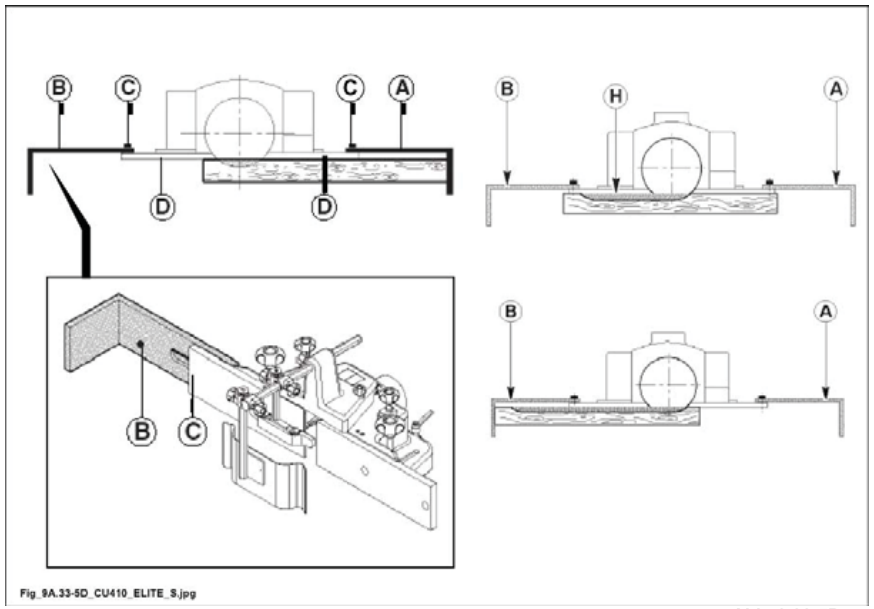

Abb. 9.33-5D
Für nicht durchgehendes Fräsen (H Abb. 9.33-5D) und für die Bearbeitung von kurzen Werkstücken müssen an der Einlauf - und Auslaufführung die Abweisschutzanschläge (A Abb. 9.33-5D) und (B Abb. 9.33-5D) (nicht mitgeliefert) angebracht werden.
Diese Anschläge sind mit den Schrauben (C Abb. 9.33-5D) an den Führungen (D Abb. 9.33-5D) zu befestigen.
- das Holzstück an den Anschlag (A Abb. 9.33-5D) legen und gegen die Fräse drücken;
- das Werkstück bis zum Anschlag (B Abb. 9.33-5D) vorschieben.